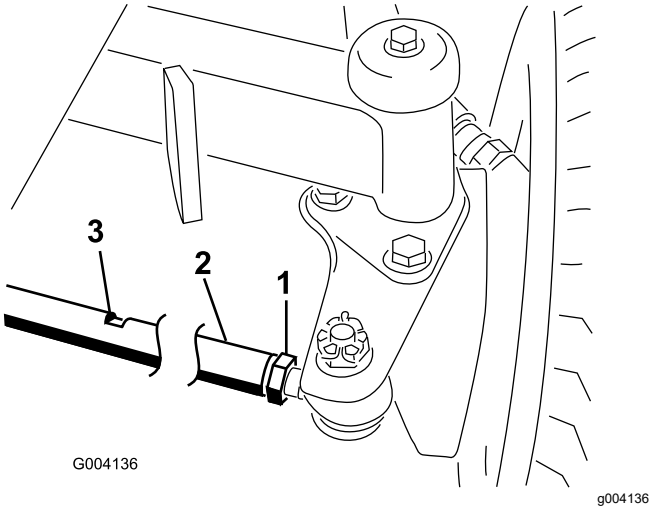

Figuur 91
2. Draai de contramoeren aan de uiteinden van de trommel van de tractiestang los (Figuur 91).